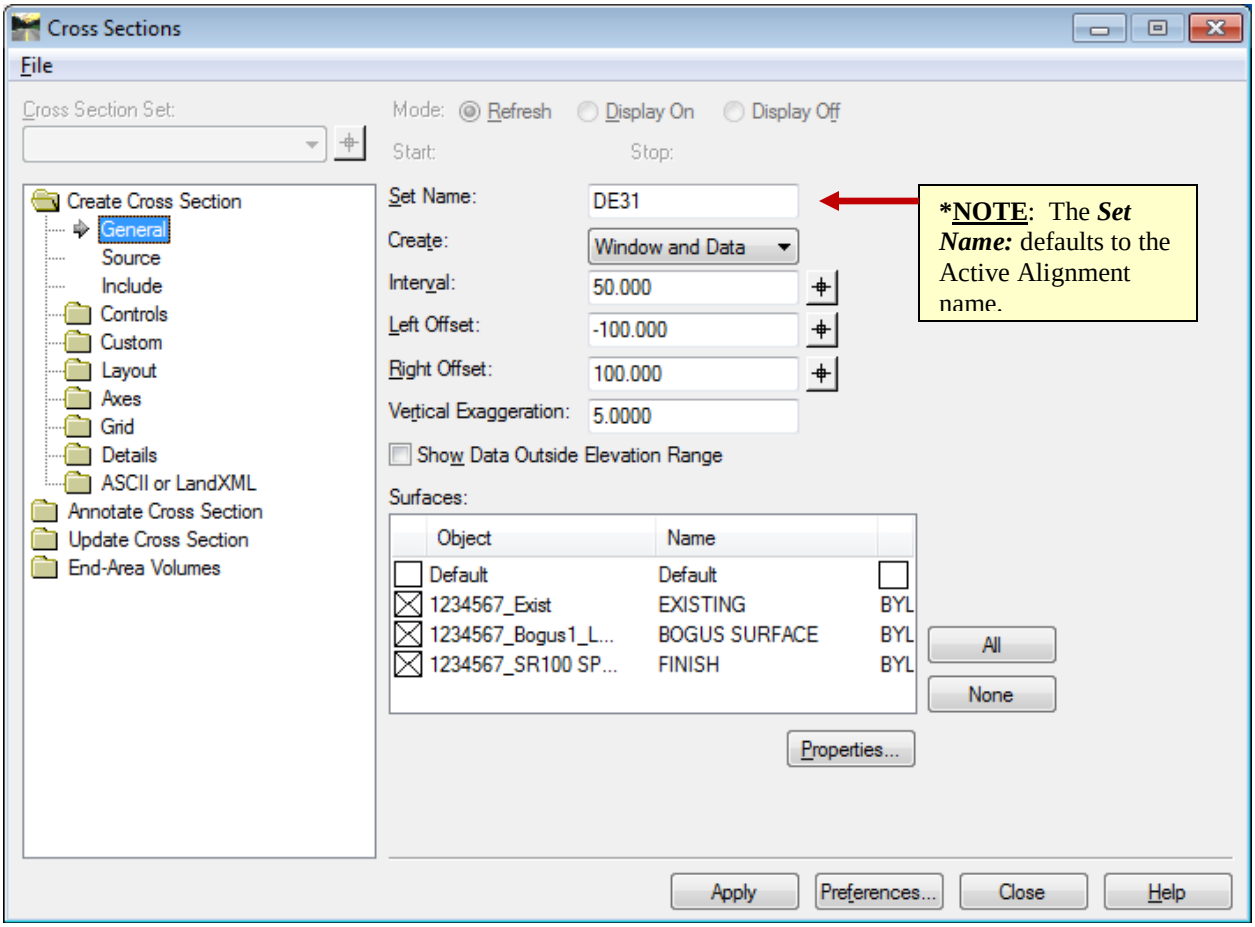

Figure L9-1 Create Cross Section
14.	**Open the Cross Sections dialog.** • In InRoads, select **Evaluation ► Cross Section ► Cross Sections**. The **Cross Section** dialog opens as shown in *Figure L9-1*.